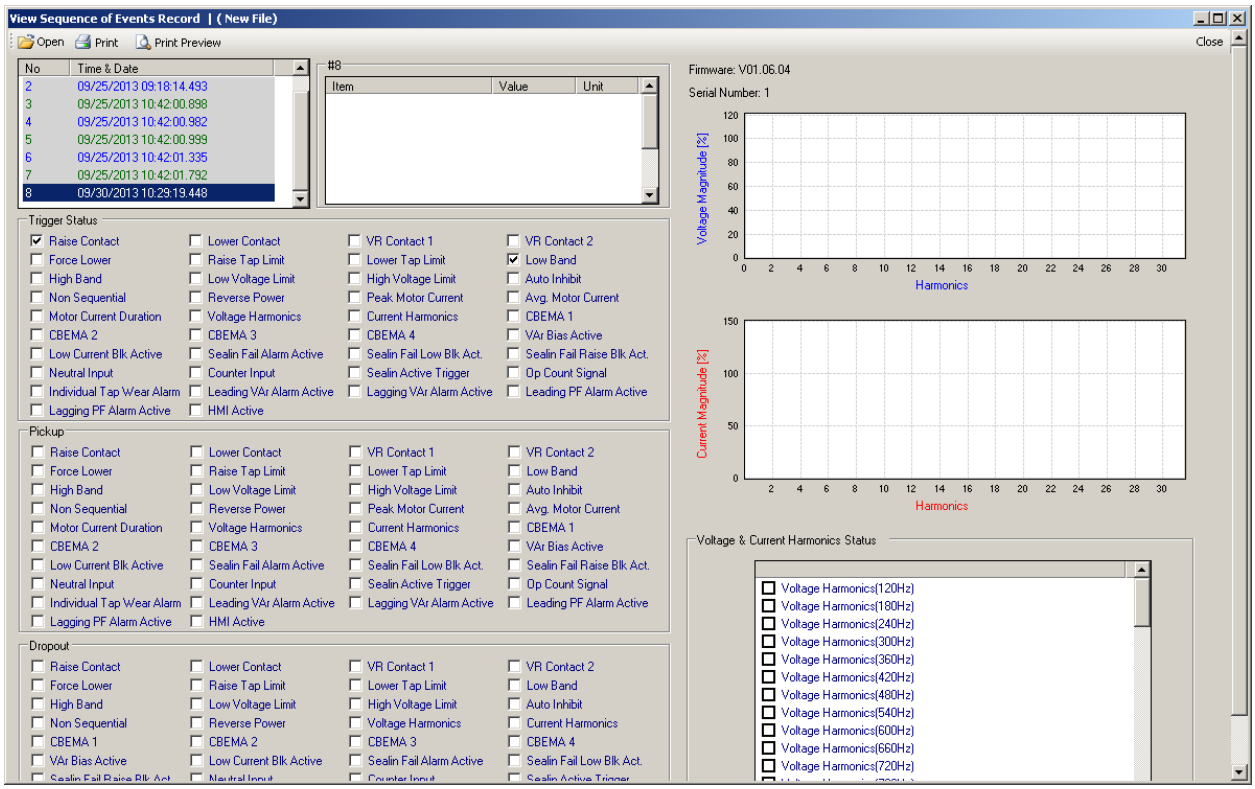

Figure 2-19 View Sequence of Events Record Dialog Screen
4. Select **OK**. TapTalk will display Figure 2-19, "View Sequence of Events Record" dialog screen.
2. Select **Setup/Sequence of Events/ View** from the TapTalk toolbar. TapTalk will display a "View Sequence of Events Record" dialog screen (Figure 2-19).